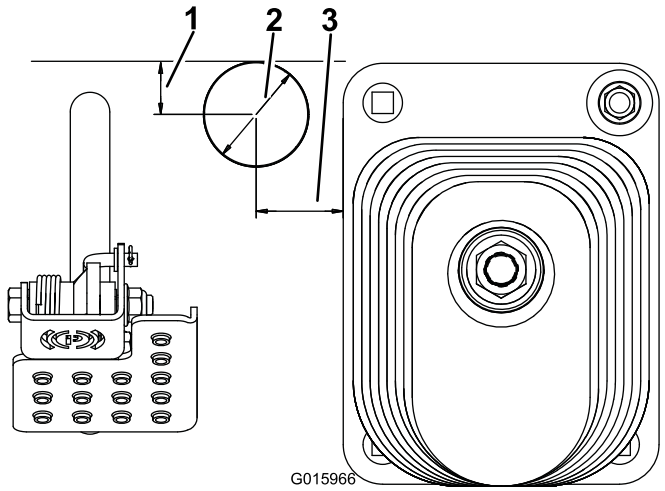

Figura 4
2. Servendovi delle quote in Figura 4, individuate nel pianale la posizione corrispondente, contrassegnatela e praticate nella medesima un foro con diametro di 51 mm.